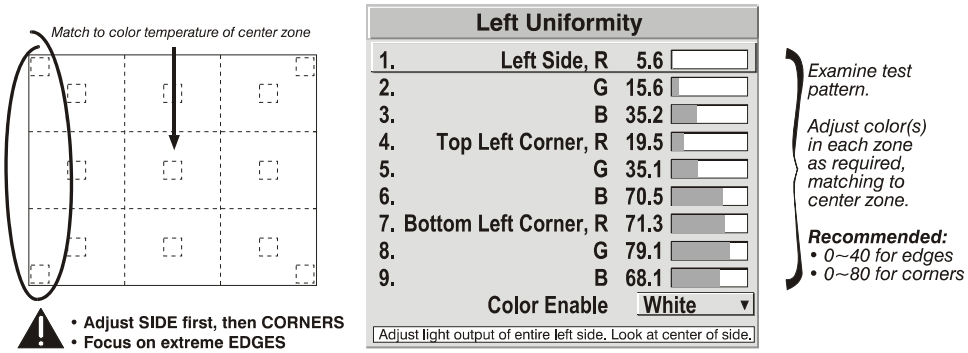

***Figure 3.17. Match Zones to Center Color Temperature***
**2b)** Return to the *Brightness Uniformity* menu. Beginning with the screen that exhibits the most obvious color shift(s), for each edge that exhibits a noticeably different color temperature from the center, select the corresponding *Uniformity* adjustment menu—*Left*, *Right*, *Top* or *Bottom*. For example, if any part of the left side is too blue, too red or too green, go to the *Left Uniformity* menu and adjust the colors (i.e., change their light output) until all portions of the left side closely match the center color temperature. Adjust an edge first (focusing on its center), and then adjust its corners. See Figure 3.17.